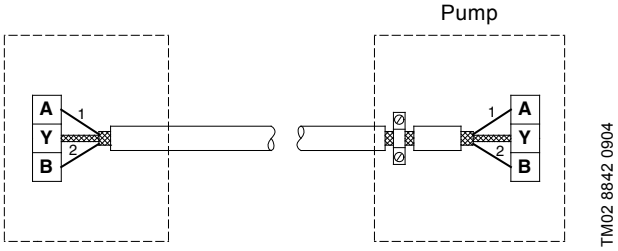

Fig. 21 Connection with screened 2-core cable
- If a screened 2-core cable is used in the existing installation, connect it as shown in fig. 21.